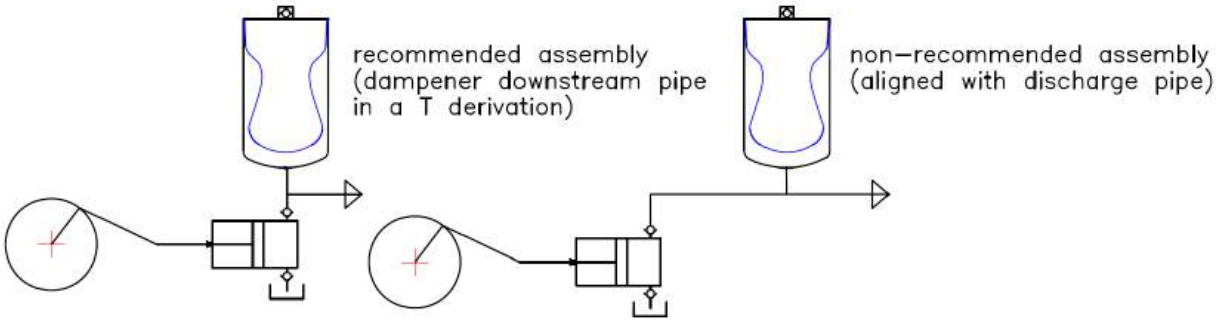
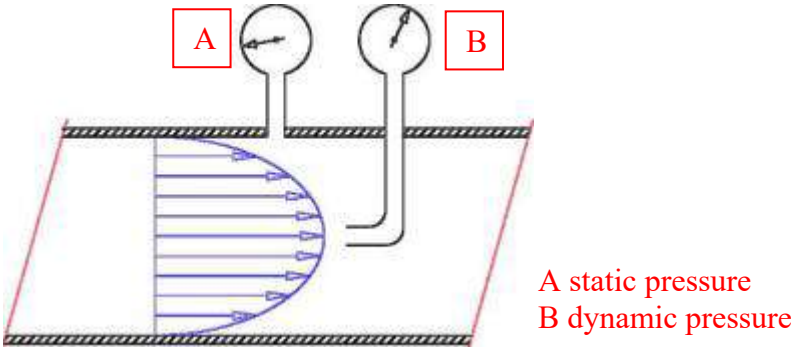
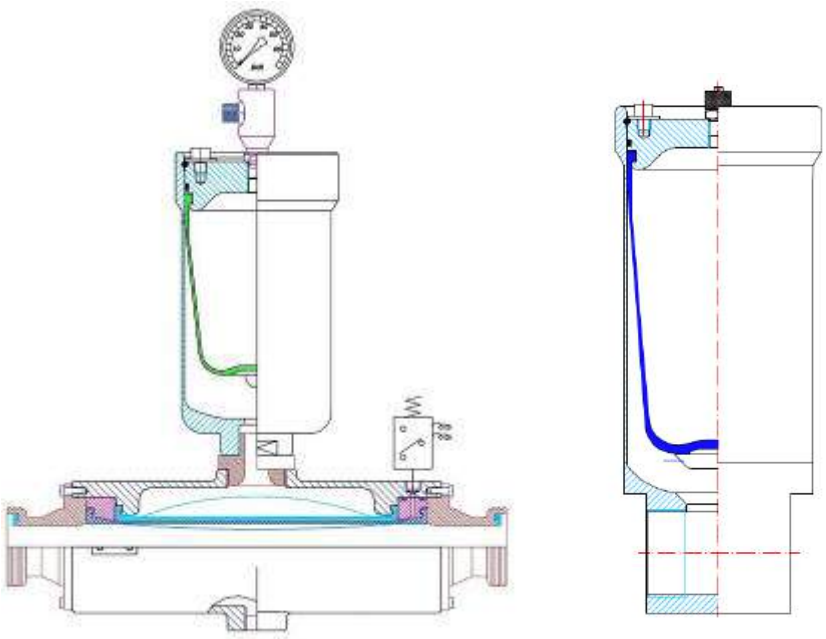

Figure 6. Scheme for the recommended installation of a discharge pulsation damper with one (1) single connection port.
Figure 8. Scheme of the dynamic pressure in a pipe cross section
Figure 9. On the left, IN-LINE hygienic dampeners. On the right, BLADDER dampeners with 2 connection ports
For pulsation dampeners with one (1) unique connection port, ***HIDRACAR S.A.*** recommends installing the dampener with its axes aligned with the pipe discharge line, and the rest of the pipe downstream the dampener in a T derivation, see next **Figure 6**.
In order to illustrate the difference between the two pulsation dampener installation schemes in **Figure 6** into a circuit, and the higher efficiency that represents installing the pipe downstream the dampener in a T derivation, we will remember some fluid mechanics principles:
The scheme of **Figure 8** reflects this phenomenon: dynamic pressure reading (B) is the higher pressure and it is achieved in the dampener connection port of recommended installation (**Figure 6 left**); static pressure reading (A) is the lower pressure and it is achieved in the dampener connection port of non-recommended installation (**Figure 6 right**).
If the dampener is far from the pump outlet, the efficiency of the dampener will be reduced a great deal. And if on top of this, the dampener having one (1) single connection port is installed aligned with the pipe (as per scheme of **Figure 6 right**) and the pipe derivation conducting to the dampener have a smaller diameter than the main circuit pipe, then the effect of the dampener will be negligible.
HIDRACAR S.A. has available different IN-LINE solutions for pulsation dampeners with flow passing through (see on scheme of **Figure 9**). Those designs are specially indicated for those applications which require an installation as per scheme in **Figure 6 right** (for example: horizontal discharge pipes, collectors of multi headed pumps, etc).
Our NEW IN-LINE tube pulsation dampers (see on scheme of **Figure 9**), thanks to its special design without corners, can be cleaned in place using CIP processes (a cleaning agent is pumped in the circuit at certain pressure and temperature to clean all pipes and wetted elements in the circuit).